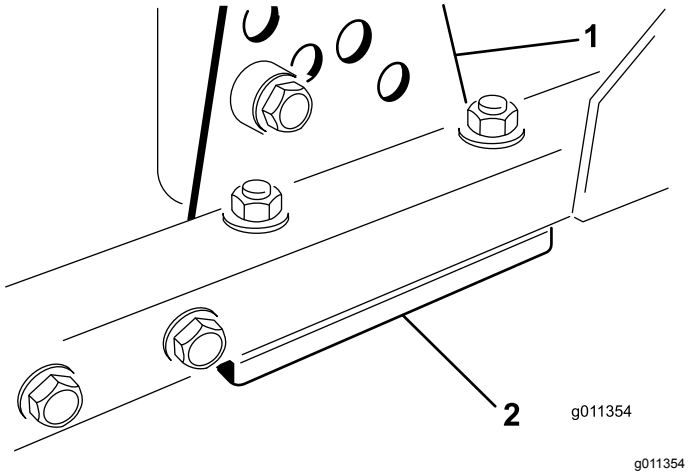

Figura 87
1. Retire el soporte de altura de corte (delantero, izquierdo o derecho) del bastidor de la carcasa (Figura 87).
2. Coloque suplementos de 1,5 mm y/o 0,7 mm entre el bastidor de la carcasa y el soporte hasta lograr el ajuste de altura deseado (Figura 87).